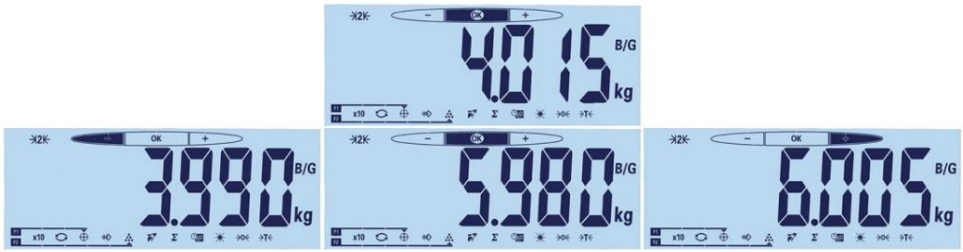

Bild 2-13: Display för Över, OK och Under
• OK Mellan 4 kg och 6 kg; (Figur 2-13, mitten) • Över 6 kg; (Bild 2-13, höger)